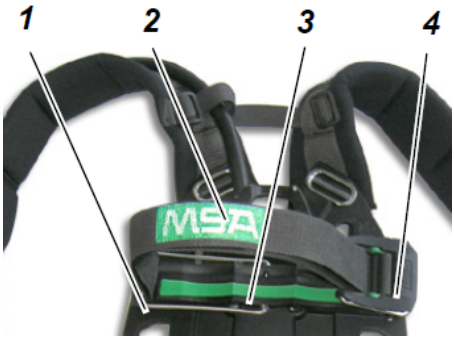
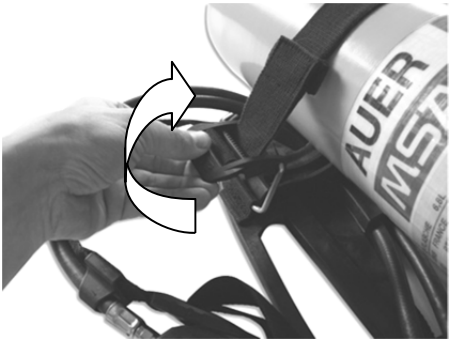
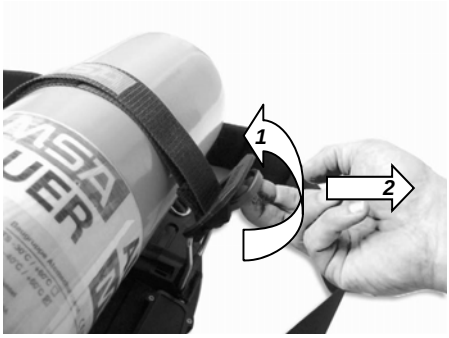

Fig. 17 Ademluchttoestel - details
Fig. 18 Het openen van de cilindergesp
Fig. 19 Aanpassen van de bandlengte bij de gesp
(1) Zet het ademluchttoestel zodanig horizontaal dat de achterkant boven is (→ Fig. 17).
(2) Breng de cilinderscheider (1) in een horizontale positie tegenover de cilindergesp (4) totdat deze is vergrendeld.
(3) Controleer de staat van de pakking van de hogedrukfitting op het reduceerventiel.
(4) Open de cilindergesp op de cilinderspanband en verminder alle spanning door de band volledig uit te trekken door aan de kleine stift op de gesp te trekken (→ Fig. 18).
pas dan de bandlengte aan bij de cilindergesp. Als de bandspanning te laag is, pas dan de bandlengte aan bij de cilindergesp (→ Fig. 19).
(1) Draai, indien nodig, de *alphaCLICK 2*-cilinderadapter in de cilinderafsluiter met een specifiek aanhaalmoment van 20-30 Nm (→ Sectie 5).
(2) Zet het ademluchttoestel zodanig horizontaal dat de achterkant boven is (→ Fig. 17).
(3) Breng de cilinderscheider (1) in een horizontale positie tegenover de cilindergesp (4) totdat deze is vergrendeld.
(5) Druk de ademluchtcilinder door de cilinderspanband (2) met de cilinderafsluiter gericht naar het reduceerventiel, zodat deze op de centrale steun rust (3).
(6) Lijn de ademluchtcilinder met de *alphaCLICK 2* axiaal uit met de koppeling en monteer deze op de *alphaCLICK 2*-koppeling.
(9) Controleer de positie van de ademluchtcilinder en herpositioneer indien nodig.
(10) Kantel de cilindergesp (4) voorzichtig en klap hem helemaal over het midden totdat hij vastklikt.
(11) Als de drukkracht/-spanning te hoog is tijdens het omklappen van de cilindergesp, pas dan de bandlengte aan bij de cilindergesp. Als de bandspanning te laag is, pas dan de bandlengte aan bij de cilindergesp (→ Fig. 19).
(12) Maak het uiteinde van de cilinderspanband vast aan de klittenbandsluiting.
(13) Draai de cilinderafsluiter kort open en controleer of er lucht ontsnapt bij de schroefverbinding, draai indien nodig verder aan.
(1) Plaats het ademluchtapparaat horizontaal, zodat de achterzijde bovenaan is (→ Fig. 17).
(2) Draai cilinderscheider (1) in verticale positie totdat deze wordt vergrendeld.
(3) Indien er geen T-stuk verbonden is met het reduceerklep (12), controleer dan pakkingen aan reduceerklep en T-stuk en voer T-stuk losjes in.
(4) Open de cilindergesp op de cilinderspanband en verminder alle spanning door de band volledig uit te trekken door aan de kleine stift op de cilindergesp te trekken (→ Fig. 19).
(5) Druk één ademluchtcilinder door de cilinderhouderriem zodat de cilinderafsluiter gericht is naar het T-stuk en rust op één van de buitenste steunen.
(6) Schroef de cilinderafsluiter losjes op het T-stuk.
(7) Druk een tweede ademluchtcilinder door de cilinderhouderriem zodat de cilinderafsluiter gericht is naar het T-stuk en op de buitenste steun rust.
(8) Schroef de tweede cilinderafsluiter losjes op het T-stuk.
(12) Draai cilindergesp naar beneden tot deze is vergrendeld.
(13) Als de drukkracht/-spanning te hoog is tijdens het omklappen van de cilindergesp, pas dan de bandlengte aan bij de cilindergesp. Als de bandspanning te laag is, pas dan de bandlengte aan bij de cilindergesp (→ Fig. 19).
(14) Maak het uiteinde van de cilinderhouderriem vast aan de Velcro-strook.
(15) Controleer of ademluchtcilinders stevig vast zitten en span deze zo nodig aan.